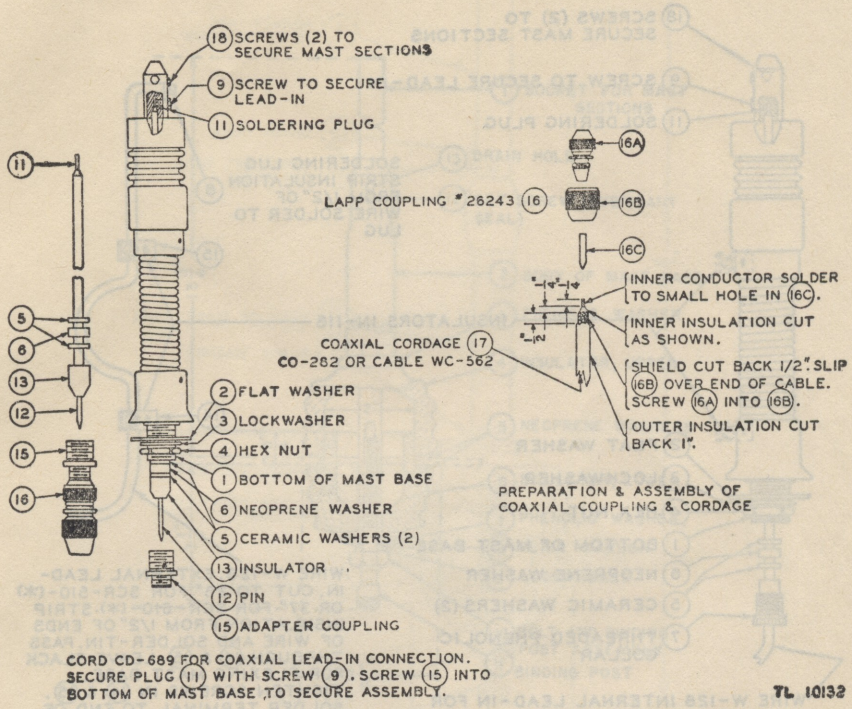
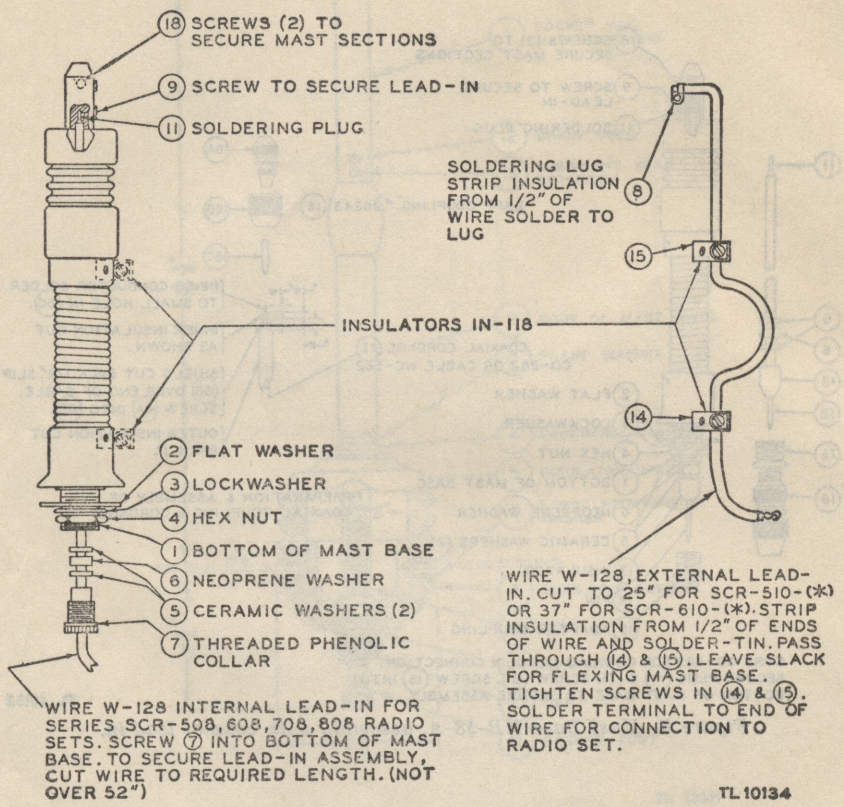

Figure 2. Mast Base MP-48-A, assembly with coaxial lead-in.
Figure 3. Mast Base MP-48-A, assembly with Wire W-128 lead-in.
b. Mast Base MP–48–A (fig. 3) is normally furnished with a 6-foot length of Wire W–128 fed through the mast base. An upper external soldering terminal (item 8) is also provided. For all coaxial installations, Cord CD–689, which consists of a length of Wire W–128 with coaxial fittings, must also be procured to serve as the internal assembly (fig. 2). The coaxial cable used should terminate in a coupling, Lapp No. 26243 (item 16) or in Amphenol Connector AN–3106–14–3ST.